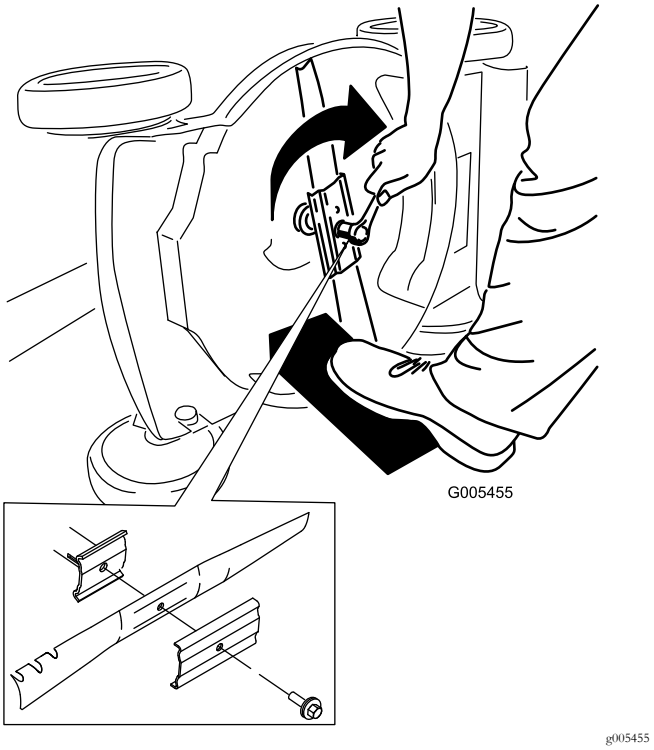

Rysunek 31
5. Zamontuj nowe ostrze i cały osprzęt mocujący (Rysunek 31).